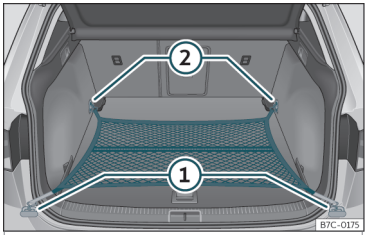

Fig. 111 En el maletero: bolsa de red enganchada a ras del suelo.
- Fije los ganchos de la red en las argollas de amarre ① y ② ››› **fig. 111** ››› ⚠. La cremallera de la bolsa tiene que quedar hacia arriba.